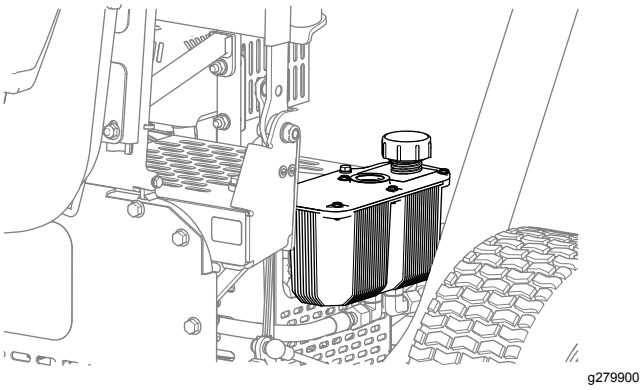

Figur 38
2. Skruva av hydraultanklocket (Figur 38).
4. Montera tanklocket (Figur 38).